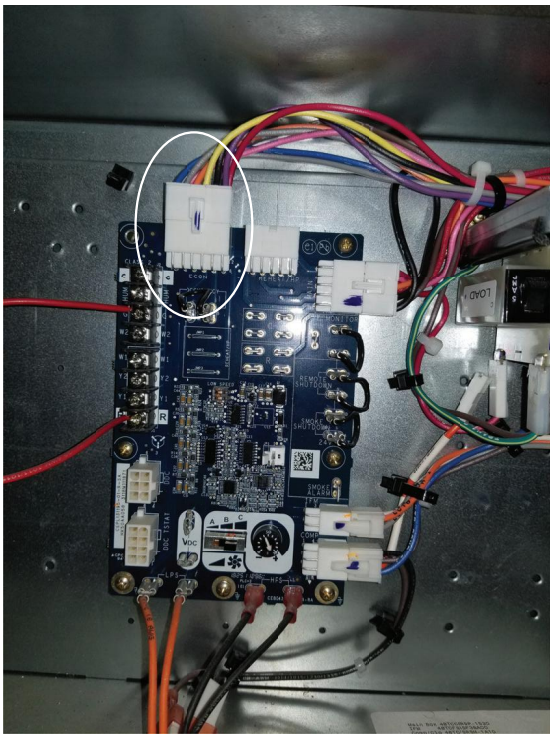

Fig. 12— Unplug ECON plug from Unit Control Board
Step 16: Unplug the 12-pin female ECON plug currently connected to the Unit Control Board (UCB). See Figure 12.